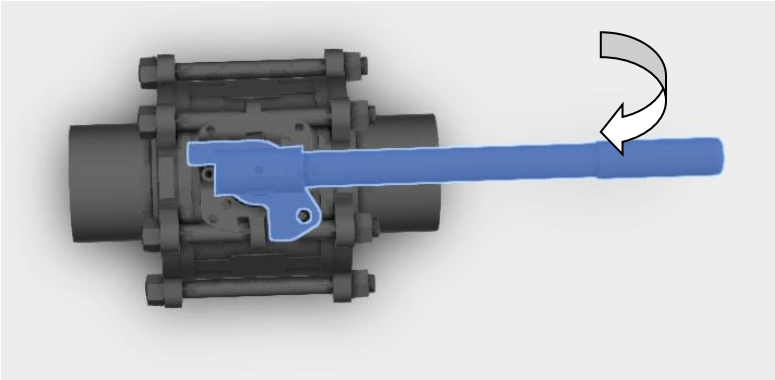

Figure 4(Handle Rotation – 90° Open/Close Operation)
6.3.2 The handle should rotate 90 degrees from fully closed to fully open, as shown in Fig 4.